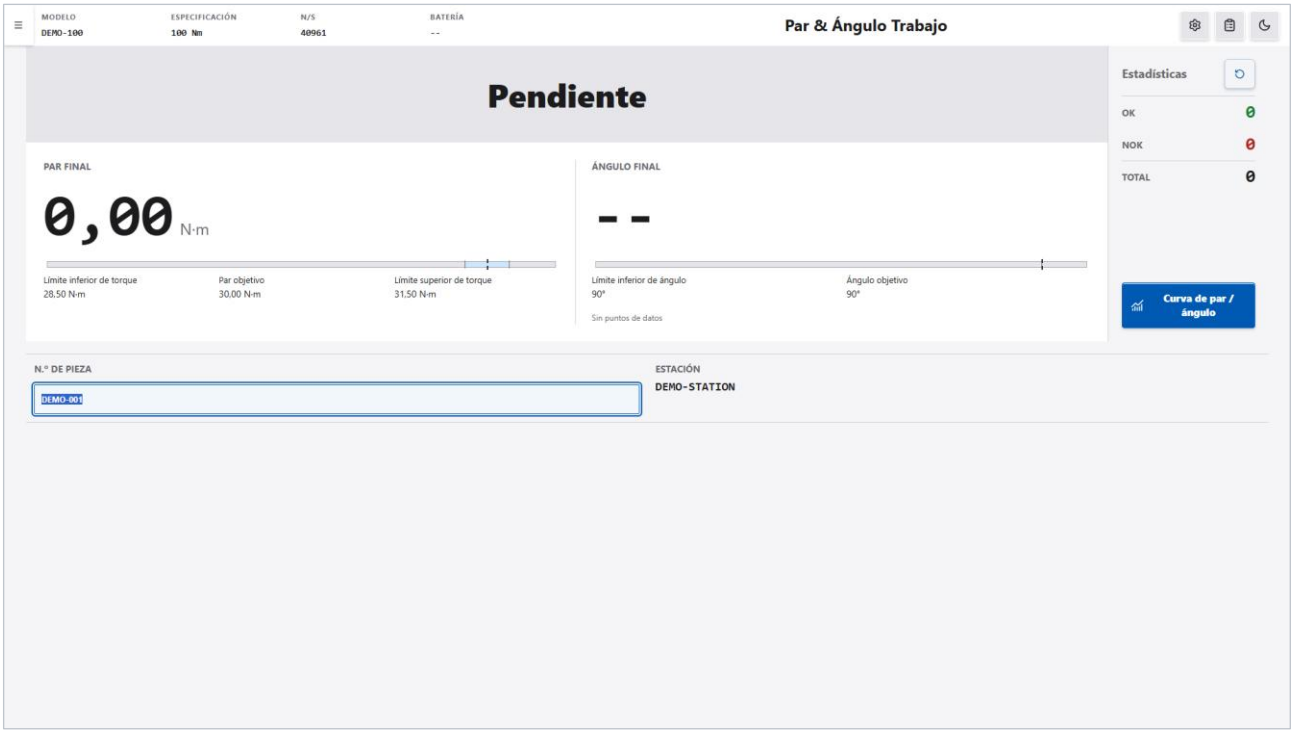

Figura 6-1 Pantalla de trabajo de par y ángulo
1. En el menú de navegación, haga clic en «Sensor rotativo» → «Par & Ángulo». La pantalla muestra «Par & Ángulo Trabajo», con el banner de evaluación en «Pendiente» y el ángulo final «--» (véase la Figura 6-1).